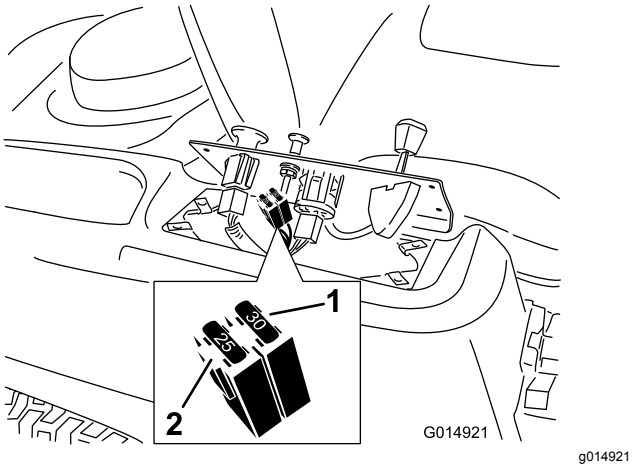

Figur 48
2. Lyft upp kontrollpanelen så att du kommer åt huvudkablaget och säkringsblocket (Figur 48).
3. Byt ut en säkring genom att dra ut den (Figur 48).